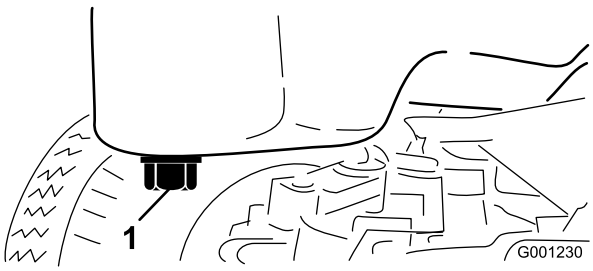

**Figur 48**
3. Stil en dræningsbakke under oliesumpen og på linje med aftapningsproppen (Figur 48).